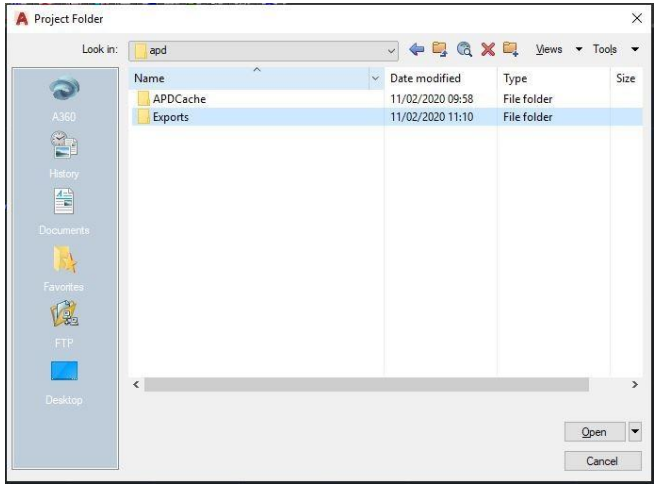

图87-项目出口路径
- 第1步：单击命令并选择包含项目的文件夹（而不是原始数据）。用户必须单击 Open 按钮（图87）。